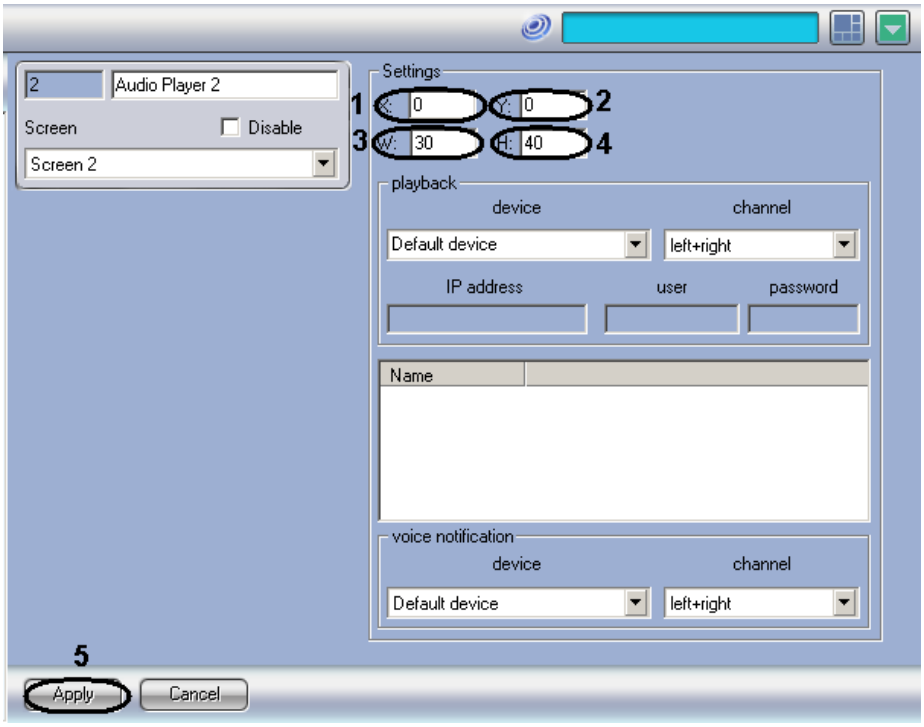

Figure 8.8-20. Setting the parameters of the "Audio player" interface box
1. Go to the settings panel of the "Audio player" interface box (Figure 8.8-20).
2. Set the coordinates of Audio player window's left upper corner:fields«X»(horizontal indent from the left image border) and «Y» (vertical indent from the upper image border.Figure 8.8-20-Coordinates are given in percentage in relation to screen size horizontally and vertically.
3. Set the dimensions of the "Audio player" interface box: fields «W» (window's width) and «H» (window's height) – Figure 8.8-20, 3 and 4. Dimensions are given in percentage in relation to screen size horizontally and vertically.
4. Click Apply button to save all the changes (Figure 8.8-20, 5).